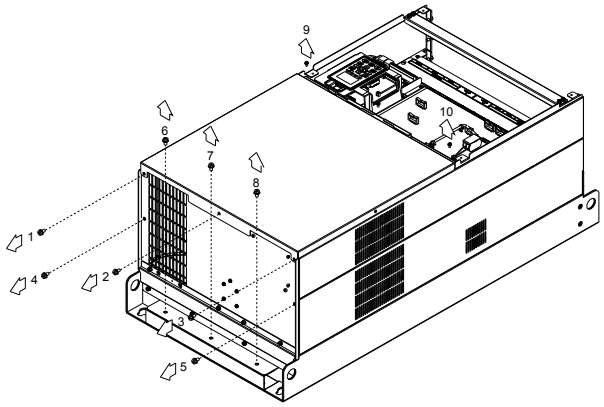

Figure 2
3. For 9~10 shown in the figure 2: Loosen the screws and removes the cover.